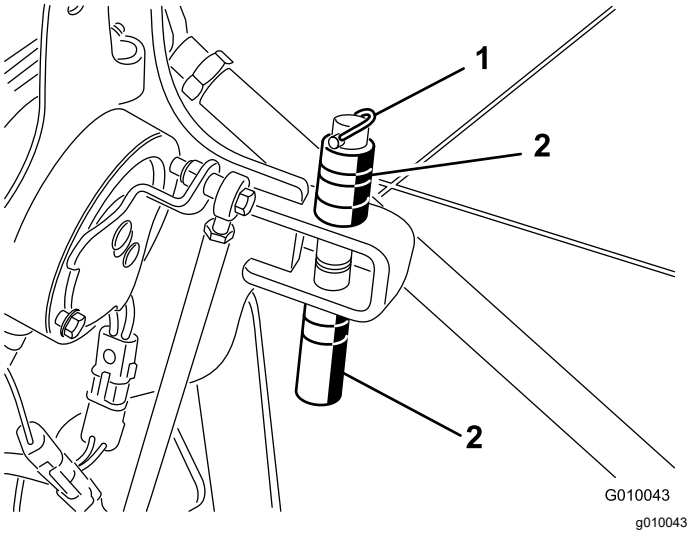

Figur 20
2. Fjern ringstiften, der fastholder afstandsstykker og dybdestifter (Figur 20).